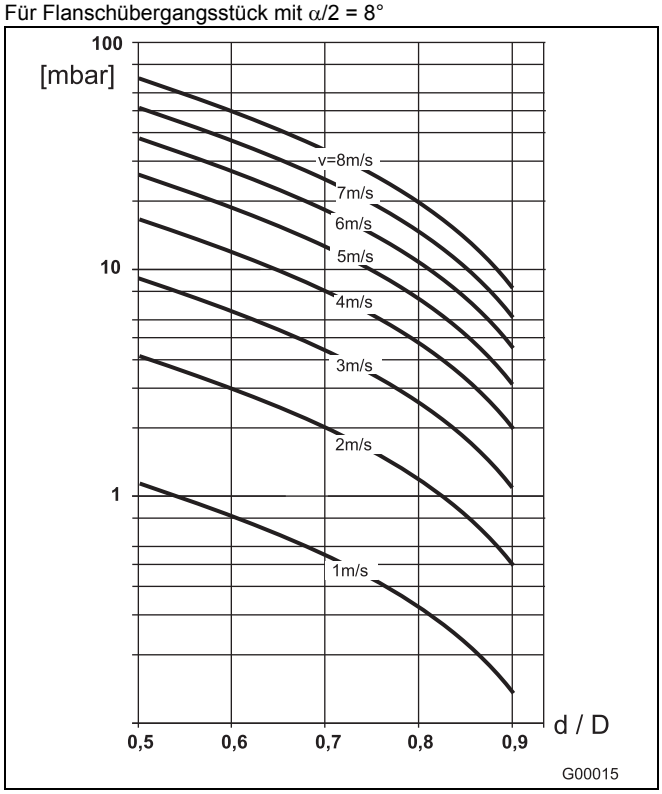

Abb. 20
2. Die Fließgeschwindigkeit aus dem Durchflussnomogramm (Abb. 20) entnehmen.
3. In der Abb. 20 auf der Y-Achse den Druckverlust ablesen.